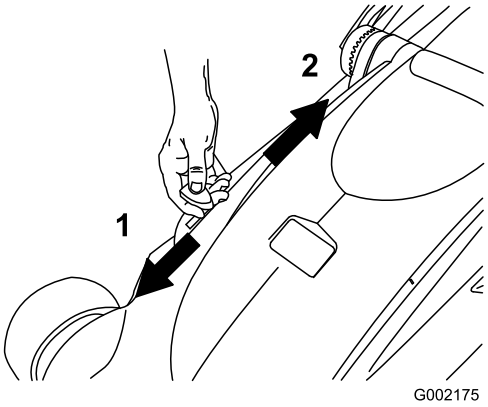

Figur 21
3. Flytta återvinnings-/uppsamlingsspaken till uppsamlingsläget (Figur 21).
Obs: Om du vill övergå från uppsamling till återvinning ska du flytta återvinnings-/uppsamlingsspaken till återvinningsläget (Figur 21) och demontera gräsuppsamlaren.